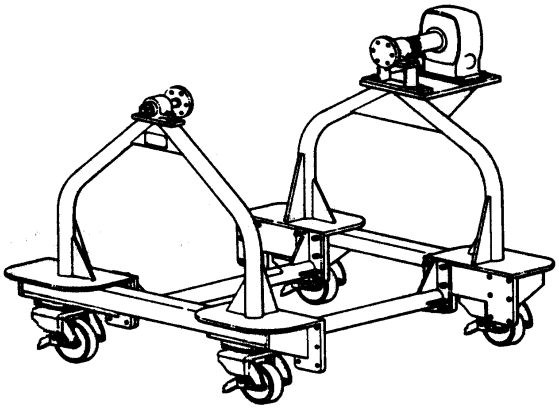

Figure 9. 6795905 Engine Component Turnover Stand
z. Install reduction gear unit to 6795905 (figure 9) engine component turnover stand or, if applicable, in 6796980 rotating adapter on parallel rail maintenance stand. (See figure 4.) Remove hoist, tensiometer and lifting adapter.